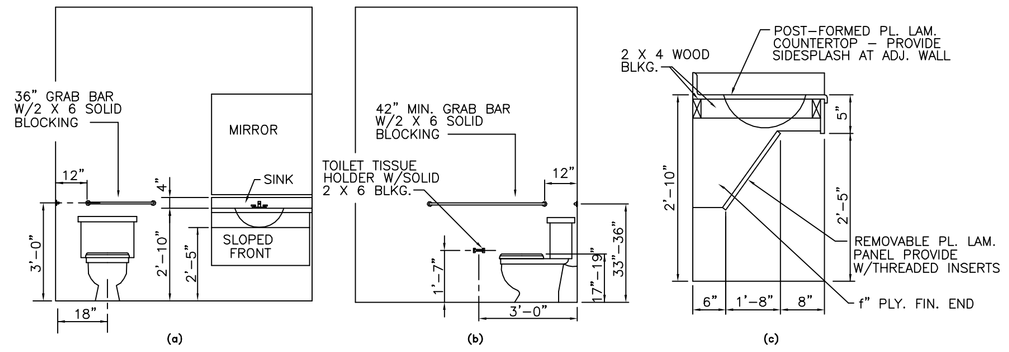

FIG. 31
4.16.3* HEIGHT. THE HEIGHT OF WATER CLOSETS SHALL BE 17" TO 19" (430mm TO 485mm), MEASURED TO THE TOP OF THE TOILET SEAT. SEATS SHALL NOT BE SPRUNG TO RETURN TO A LIFTED POSITION (SEE FIG. 31).
4.16.4* GRAB BARS. GRAB BARS FOR WATER CLOSETS NOT LOCATED IN STALL SHALL COMPLY WITH 4.26 AND FIG. 31. THE GRAB BAR BEHIND THE WATER CLOSET SHALL BE 36" (915mm) MINIMUM.
4.16.6 DISPENSERS. TOILET PAPER DISPENSERS SHALL BE INSTALLED WITHIN REACH, AS SHOWN IN FIG. 31. DISPENSERS THAT CONTROL, DELIVER, OR THAT DO NOT PERMIT CONTINUOUS PAPER FLOW, SHALL NOT BE USED.
4.17.6 GRAB BARS. GRAB BARS MAY BE MOUNTED WITH ANY DESIRED METHOD AS LONG AS THEY HAVE A GRIPPING SURFACE AT THE LOCATIONS SHOWN IN FIG. 31 AND DO NOT OBSTRUCT THE REQUIRED CLEAR FLOOR AREA. GRAB BARS SHALL COMPLY WITH 4.26.
4.19.2 HEIGHT & CLEARANCES. LAVATORIES SHALL BE MOUNTED WITH THE RIM OR COUNTER SURFACE NO HIGHER THAN 34" (865mm) ABOVE THE FINISH FLOOR. PROVIDE A CLEARANCE OF AT LEAST 29" (735mm) ABOVE THE FINISH FLOOR TO THE BOTTOM OF THE APRON (SEE FIG. 31).
4.19.6* MIRRORS. MIRRORS SHALL BE MOUNTED WITH THE BOTTOM EDGE OF THE REFLECTING SURFACE NO HIGHER THAN 40" (1015mm) ABOVE THE FINISH FLOOR (SEE FIG. 31).
4.24.2 HEIGHT. SINKS SHALL BE MOUNTED WITH THE COUNTER OR RIM NO HIGHER THAN 34" (865mm) FROM THE FINISHED FLOOR (SEE FIG. 31).